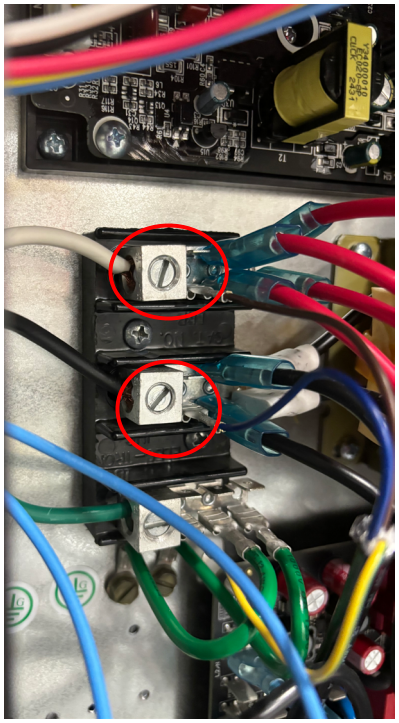

Figure 430 (Terminal Block)
3. Cut zips on wiring from indoor fan motor to line voltage terminal blocks and trace back wires to identify and disconnect. The blower high ac voltage uses spade connectors and are the blue, brown, and green wires..See Figure430